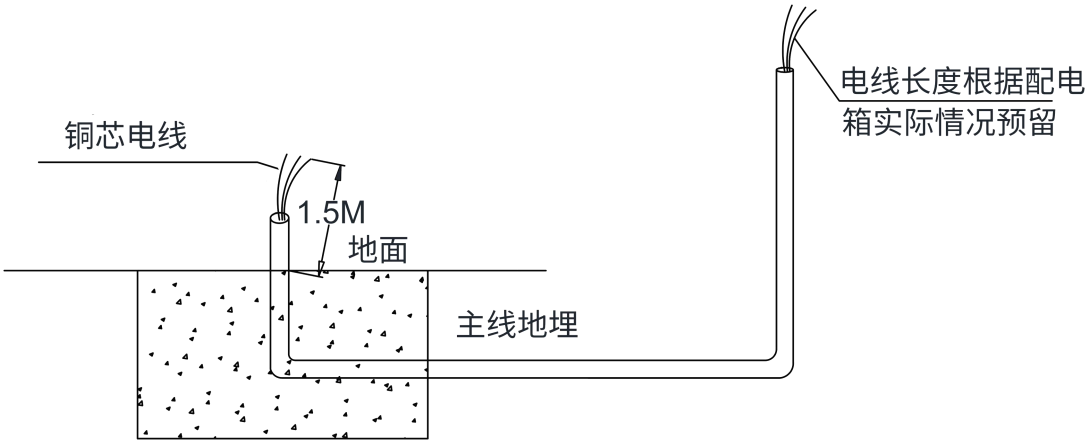

图 3
3、在预埋线管内穿入一组 3*6mm²铜芯线（YJV 或 BVR 都可），设备端从地面穿出预留 1.5 米的线缆接入充电桩,线的另一端布线到配电箱预留合适长度。(注:布线时要有三条线,分别为红色火线、蓝色零线、黄绿色地线)，如图 3。